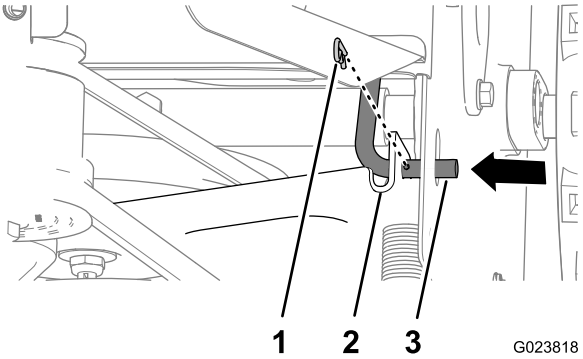

Figure 41
2. Retirez la goupille fendue de la tige de commande de déplacement (Figure 41).
3. Déposez la tige de commande de déplacement du support en la déplaçant vers l'intérieur (Figure 41).
5. Déplacez le support de commande de déplacement en arrière et alignez le trou du support et la tige de commande de déplacement (Figure 41).
6. Insérez la tige dans le support et fixez-la avec la goupille fendue (Figure 41).